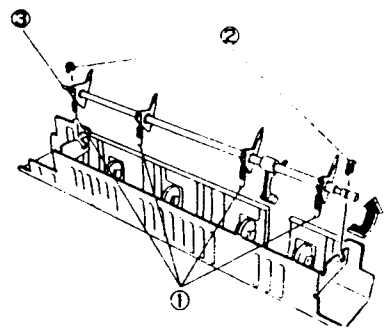

Рис. 3 NZM-0130
5. (Рис. 3): Снимите пальцы отделения от нагревательного вала.
①. Отверните винты (4).
②. Снимите KL-клипсы (2).
③. Снимите пальцы отделения, сдвигая их по валу.